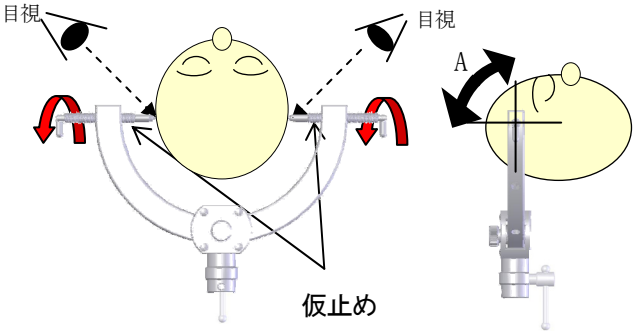

図 1-1　　図 1-2
① 介助者が患者の頭を支え、滅菌したスクリューピン(ヘッドピン)で仮止めします。(図 1-1)頭蓋骨の硬さには、個人差があります。仮止めするときには、スクリューピンの先端部を目視確認しながら注意して固定作業を行って下さい。仮止め状態で患者頭部が、矢印 A(図 1-2)のように、スクリューピンを中心軸にして患者の頭が動くことを確認して下さい。